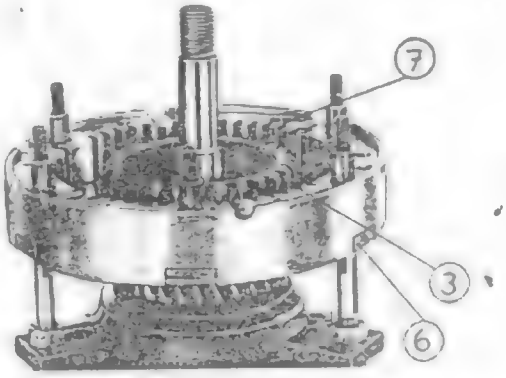

Rys. 19. Składanie sprzęgła - pierwszy etap
/rys. 19, 19a, 20, 21/
- Założyć na ściskaczu zabierak wewnętrzny z kołem napędzającym /3/ /rys. 19/
- Na śrubach oporowych ściskacza założyć tarczę naciskową ze sworzniem dystansowym /6/ /rys.19/
- Założyć wieniec zębaty /7/ /rys.19/